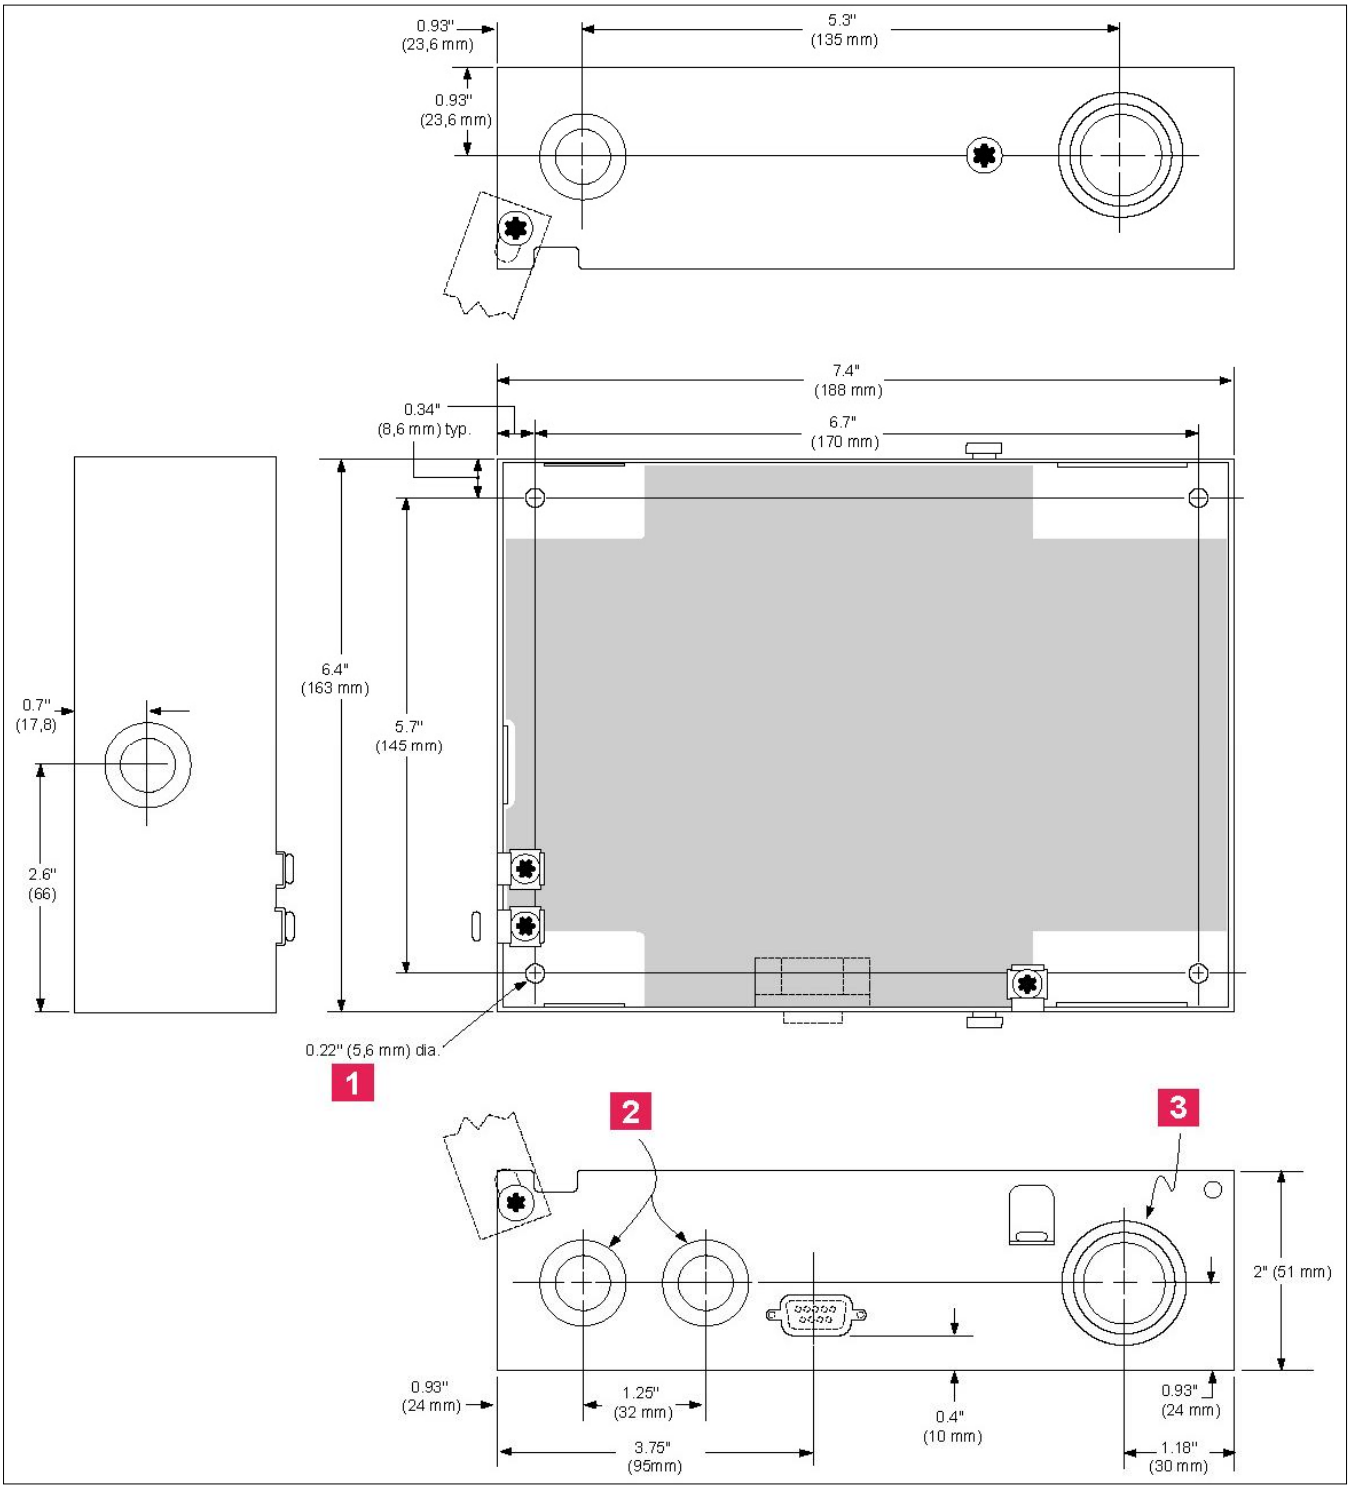

Рисунок 2. Размеры консоли TLS2 и расположение кабельных вводов.
1. В здании АЗС на стене необходимо наметить место расположения консоли TLS в непосредственной близости от основного рабочего места оператора АЗС на высоте 1,5 м от уровня пола. Посадочные места и размеры консоли представлены на Рис. 2.
5 – кабель от зонда заходит в консоль из закладной трубы, подключение информационного кабеля осуществляется через взрывозащищенный кабельный ввод (см. Рис. 2, поз. 3);
7 – силовой кабель от автомата защиты заходит в консоль через кабельный ввод электропитания (см. Рис. 2, поз. 2);